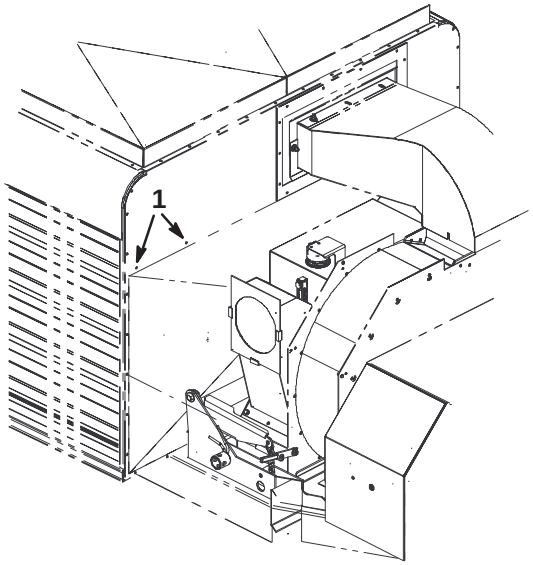

Figure 3
13. Remove (2) capscrews and nuts securing right end of front brace to inside of front panel (Fig. 3).